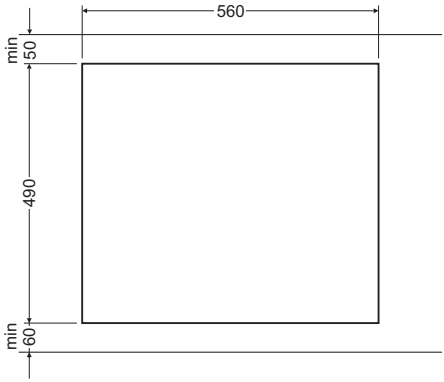

Fig.2
- If the hob has been built in the kitchen worktop, metal objects located in a cabinet below can be heated to high temperatures through the air flowing from the hob ventilation system. As a result it is recommended to use a partition (see Figure 2).